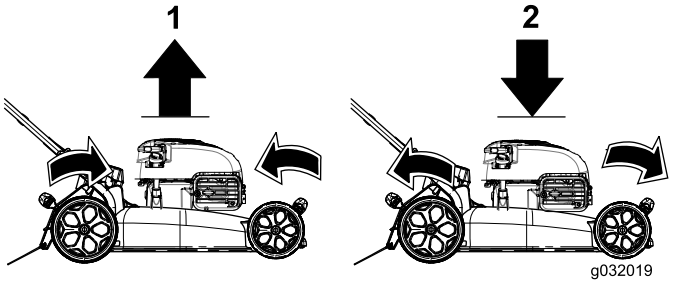

**Figur 14**
**Obs:** För klipphöjdsreglagen enligt anvisningarna i Figur 14 för att höja eller sänka maskinen.